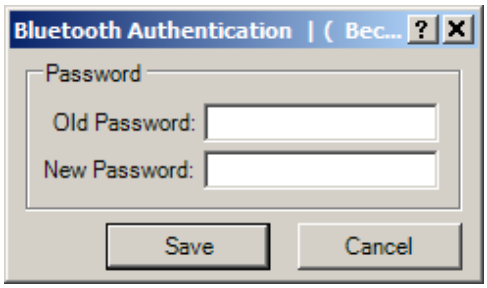

Figure 4-39 Bluetooth Authentication Password Dialog Screen
2. Select "Set Password". TapTalk will display the "Bluetooth Authentication Password" dialog screen (Figure 4-39).